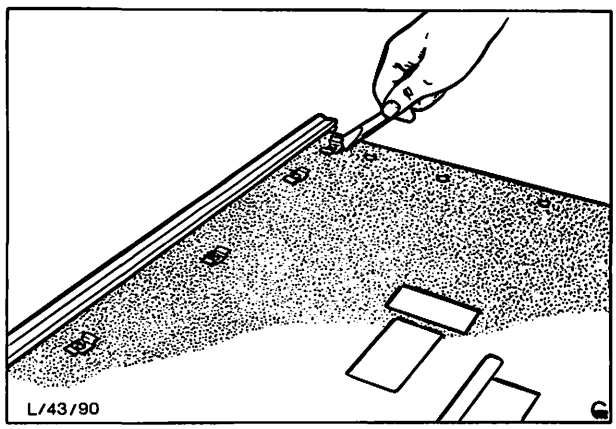

Abb. 49 Abstemmen der Halteklammern des Holzoberteils der Türverkleidung
2. Türverkleidung mit nach unten weisender Sichtseite auf eine Arbeitsfläche legen, die Halteklammern des Holzoberteils herausstemmen und Oberteil abnehmen, Abb. 49.